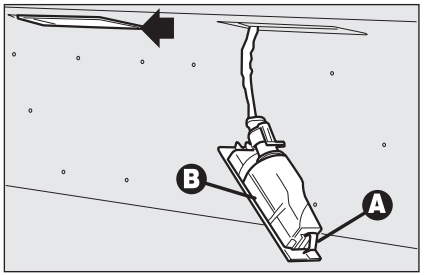

fig. 40 A0E0168m
- ❒ con un destornillador de punta plana y cubierto con un paño suave, intervenga en el dispositivo **A-fig. 40** para sacar el grupo **B**;